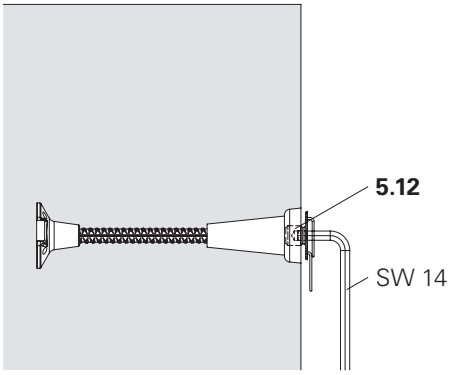

Abb. A2.23
5. Vorlaufscheibe M24 (**5.12**) mit Innensechskantschlüssel SW 14 entfernen (Abb. A2.23).